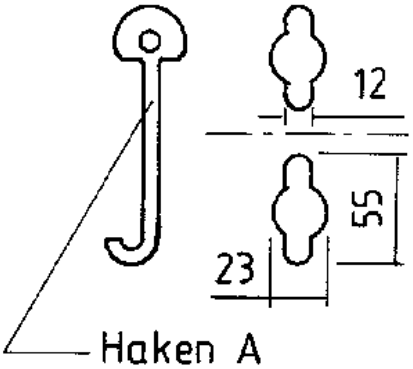
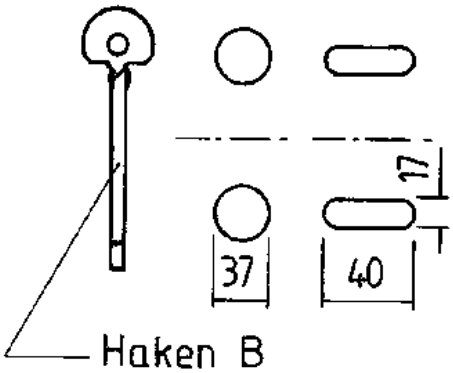

Abb. 2
Abb. 3
Er zijn telkens 2 haken nodig om de deksels eruit te halen. Haak A is geschikt voor ronde openingen met een gleuf aan beide zijden (fig. 2) en haak B voor ronde openingen of langwerpige gaten (fig. 3).
- Controleer eerst of de haken A of B in de openingen passen en de afdekking stevig vastgrijpen (fig. 2 en 3). Als dit niet het geval is, moeten speciale haken worden gebruikt.